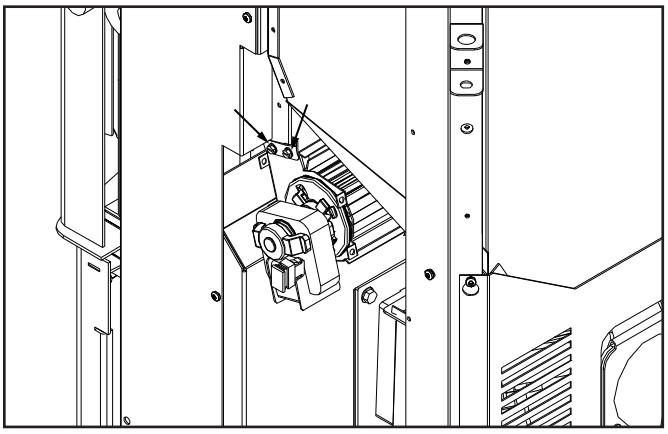

Figure 31: Behind the right cab panels.
3. Slide the fan into place between the bracket (see Figure 31 & 32).
4. Using a flat head screwdriver or a ¼" socket fasten the fan in place with two (2) screws on each side.